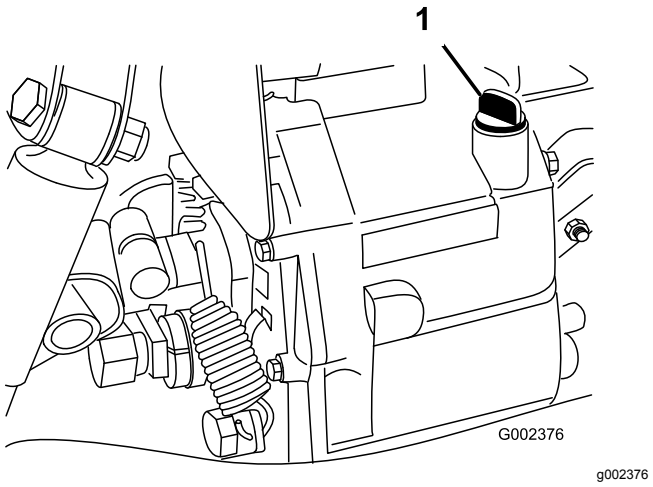

**Rysunek 20**
2. Oczyścić obszar wokół wskaźnika poziomu (Rysunek 20).